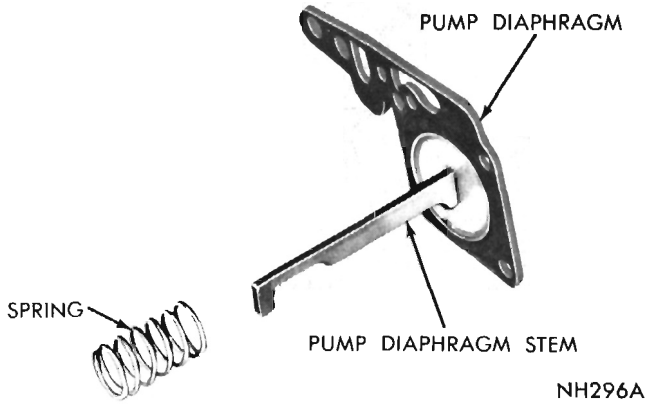

Fig. 7—Pump Diaphragm and Spring
(10) Tilt pump lever on its pivot until hook on pump diaphragm stem can be released. Slide pump diaphragm and spring out of fuel bowl. (Fig. 7).
(1) Loosen choke valve attaching screws slightly.
(2) Hold valve closed, with fingers pressing on high side of valve. Tap valve lightly with a screwdriver to seat in air horn. Tighten attaching screws securely and stake by squeezing with pliers.
(3) Test choke valve for binding by rotating lever through extent of its full travel.
(4) Install fast idle and curb idle speed screws and springs in throttle lever.
(5) Engage pump link hook with throttle lever, then install in pump lever and secure with clip. When installing link, be sure link is in center hole of throttle lever.
(6) Slide pump spring (Fig. 7), over pump diaphragm stem. Install assembly in position in fuel bowl and at same time, engage hook on diaphragm stem with recess in pump lever.